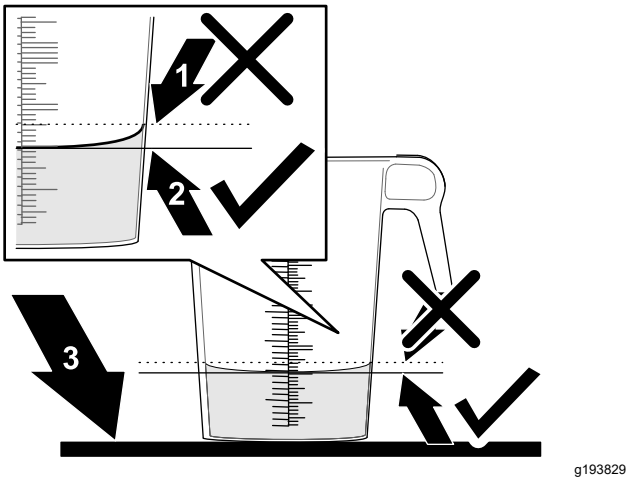

Figuur 47
6. Plaats de maatbeker op een horizontaal oppervlak en noteer het vloeistofvolume (Figuur 47).